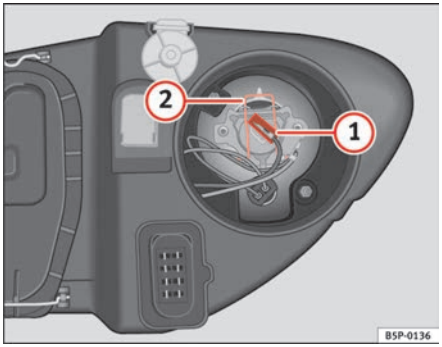

Fig. 184 Main beam headlights
– Remove the connector ⇒ fig. 184 (1) from the bulb.
– Press the spring ⇒ fig. 184 (2) inwards and to the right.